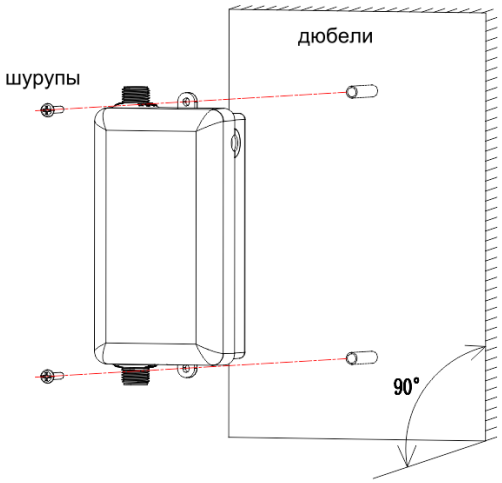

Рис.3. Фиксация прибора в строго вертикальном положении.
1. Установите прибор на стене и зафиксируйте (с помощью монтажного набора в комплекте – рис.3) под мойкой или над мойкой в строго вертикальном положении, проверьте расстояние до розетки.